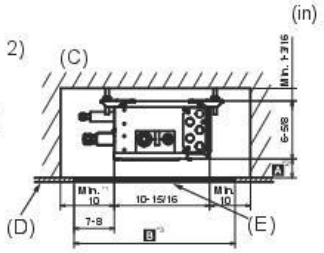
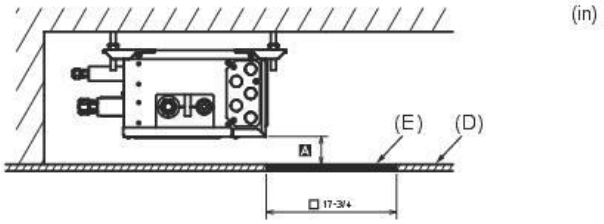

Fig. 4-8
Fig. 4-9
2) Vista lateral (Fig. 4-8, Fig. 4-9)
En el caso de " □ 17-3/4 in (450 mm)", debe prepararse un orificio de mantenimiento en el lado de la PCB (tal y como se muestra en la Fig. 4-9), y se necesitará "Mín. 11-13/16 in (300 mm)" como distancia A.